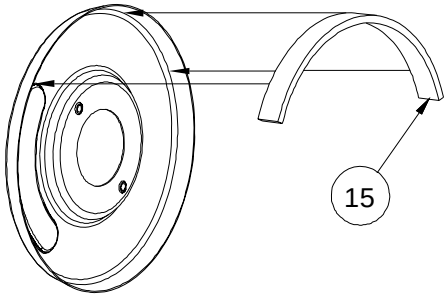

FIGURE 2
- •Hand tighten escutcheon nut (20) on valve.
- •Remove tape from gasket (15) and adhere gasket (centered on the top half of the back of cover plate (16)) so that 1/4 of the width of the gasket is sticking out beyond the back of the cover plate, see Figure 2.
- •Place cover plate over escutcheon (19) and fasten with screws (18).